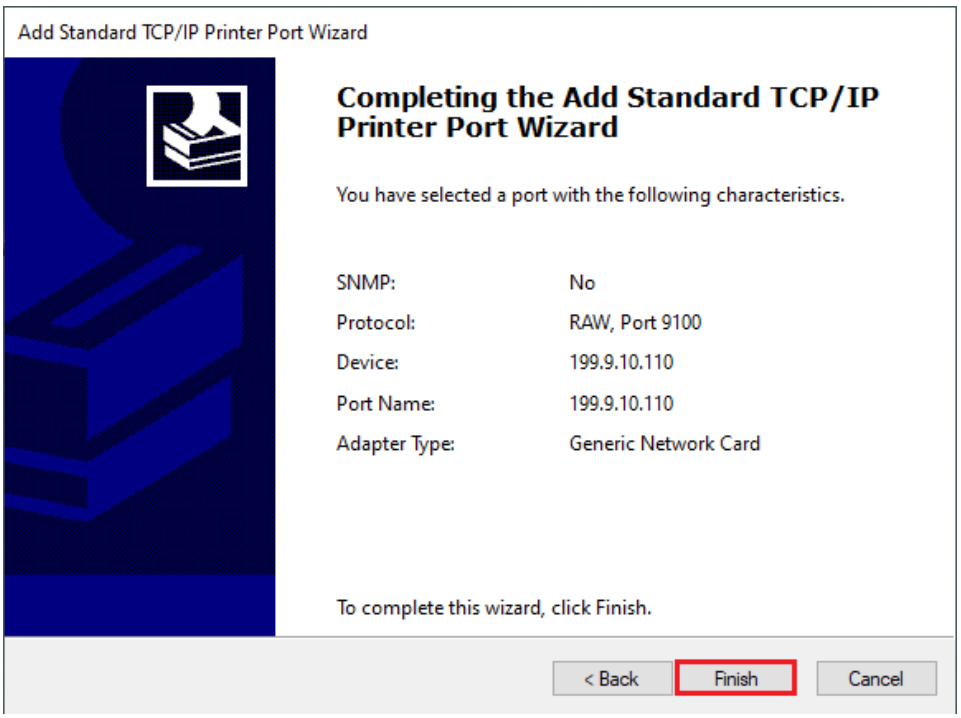

Figure 2-33 Complete adding Standard TCP/IP Printer Port
8. Windows will automatically detect the TCP/IP port. Click "Finish" to complete adding Standard TCP/IP Printer Port, as shown in Figure 2-33.